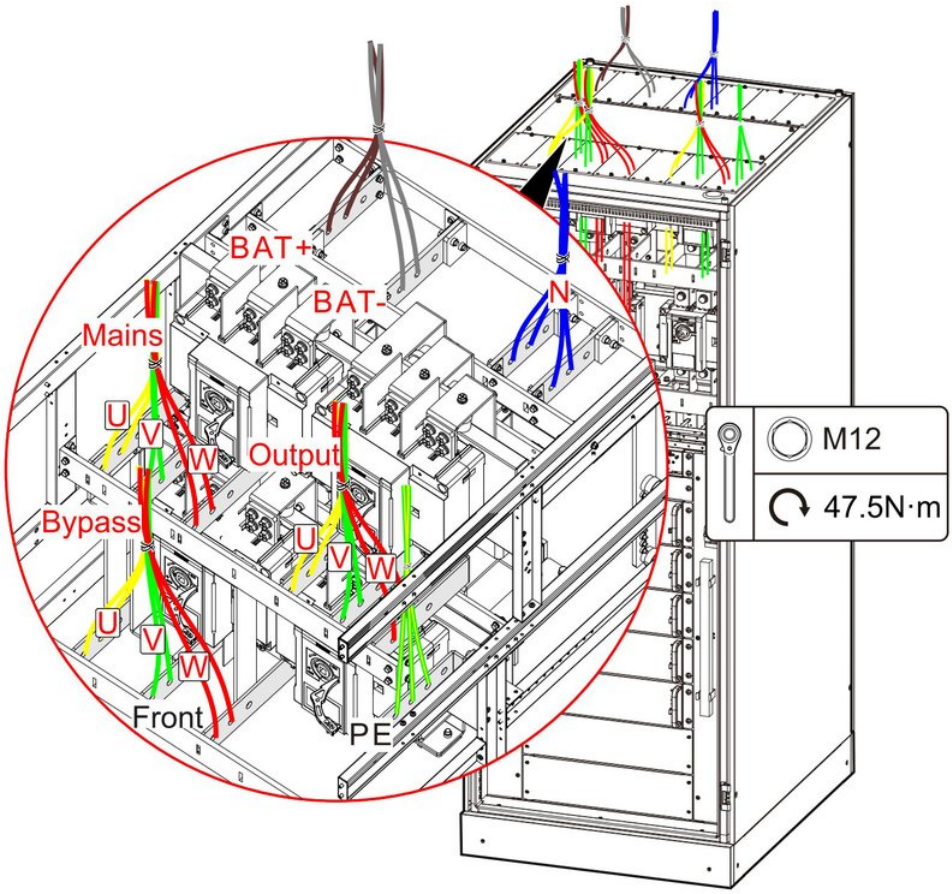
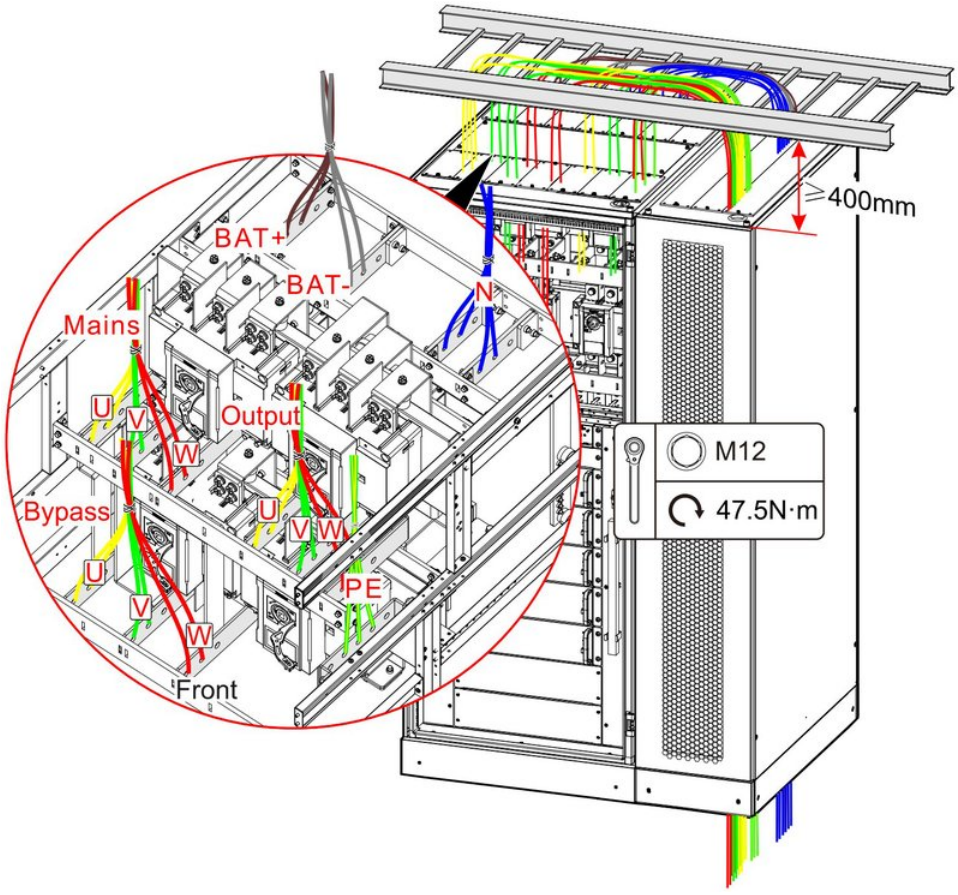

FIGURE 3-58 Wiring diagram (top wiring)
FIGURE 3-59 Wiring diagram (bottom wiring)
- The cable tray is provided by the customer, and the actual tray should be based on the one purchased on-site. The wiring method for the top/bottom entry of the IST6-800 is similar to the IST6-600. For details, please refer to Figure 3-58, Figure 3-59.